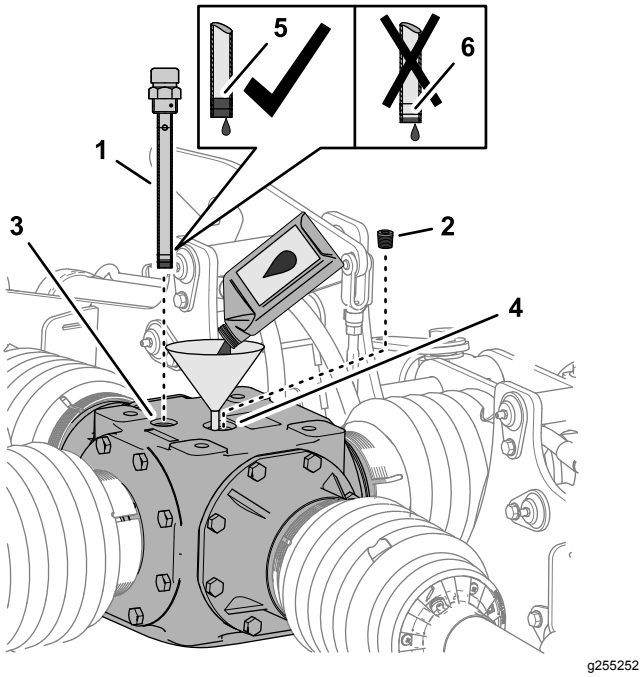

Figur 55
1. Fjern peilestaven fra peileråpningen øverst på den midtre girkassen og tørk av peilestaven (Figur 55).
2. Fjern påfyllingspluggen fra påfyllingsåpningen på toppen av girkassen (Figur 55).
3. Tilsett 1774 ml med spesifisert smøremiddel for girkassen gjennom påfyllingsåpningen (Figur 55).
4. Skru peilestaven inn i hullet, ta ut peilestaven og kontroller smøremiddelnivået (Figur 55).
6. Skru peilestaven inn i peileråpningen og stram til peilestaven (Figur 55).
7. Sett påfyllingspluggen inn i påfyllingsåpningen og stram til pluggen (Figur 55).